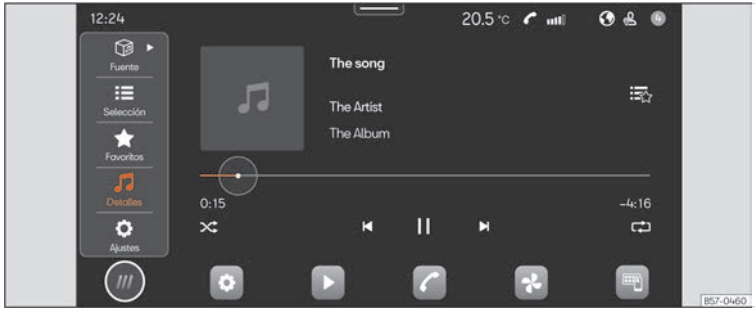

Fig. 135 Representació esquemàtica: Vista Multimedia.
- Premeu **HOME** > ▶ ››› fig. 135.